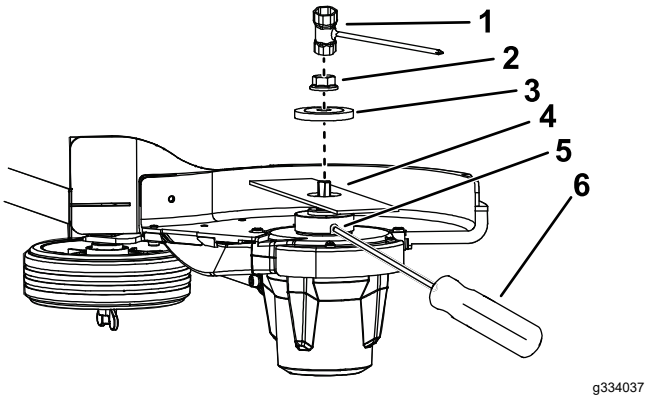

Figure 14
2. Empêchez la lame de tourner en insérant un tournevis (non fourni) dans la fente de la tête du coupe-bordures, comme montré à la Figure 14.
4. Retirez la rondelle et la lame existante (Figure 14).